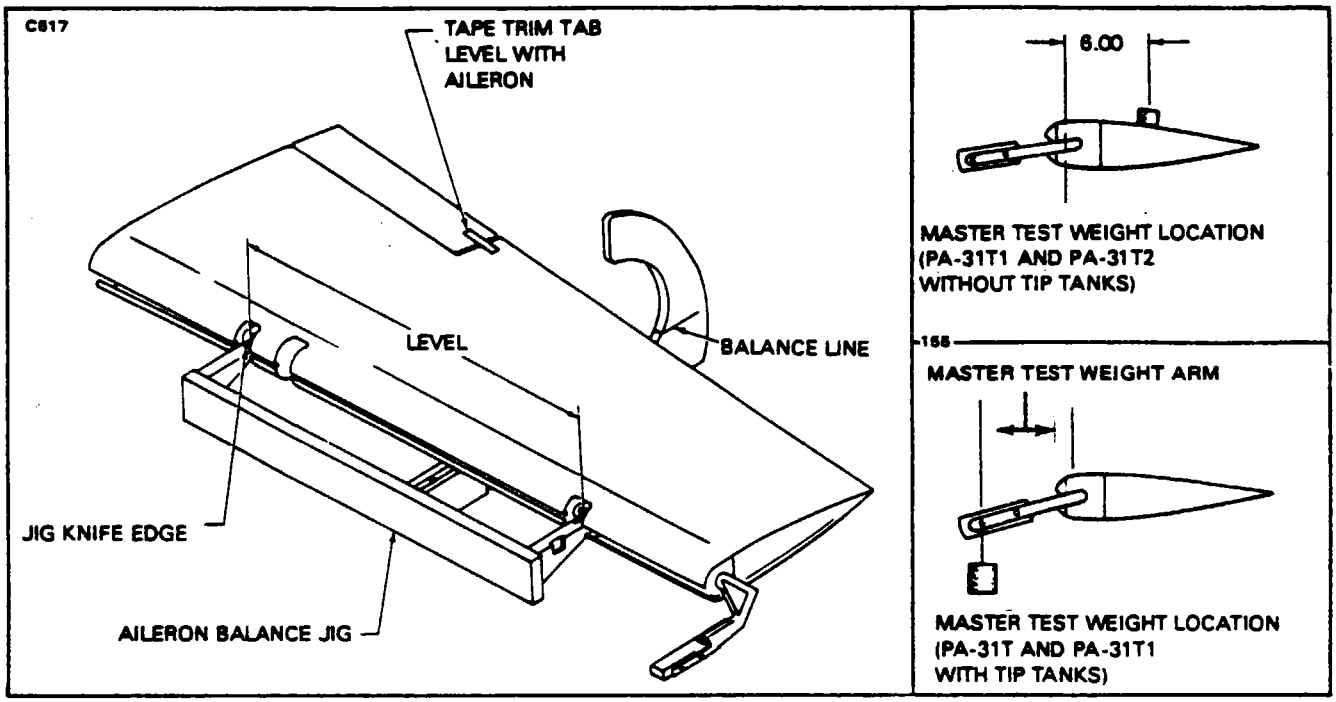

Figure 4-12. Checking Aileron Balance
4-91. BALANCING EQUIPMENT. Balancing must be done using test weights called for in the text and Table IV-I thru Table IV-IV for each surface by aircraft model. Any control surface being balanced must be removed from the aircraft and placed in a test fixture (jig) as shown in Figures 4-12, 4-13 and 4-15. The balancing must be accomplished in a draft free area and in a manner which allows unrestricted movement of the control surface.
4-93. AILERON BALANCING PROCEDURE. (Refer to Figure 4-12.)
b. Place the aileron on the balancing jig as illustrated in Figure 4-12. Establish a horizontal reference mark which aligns with the trailing edge of the aileron when it is held in a horizontally level position (chord line level).